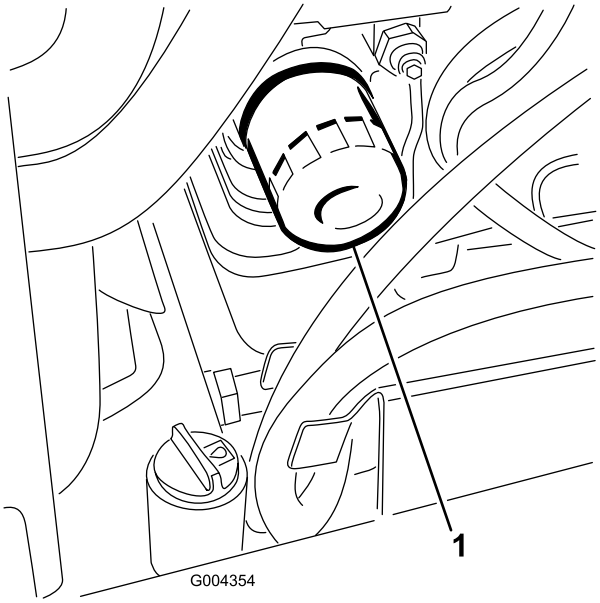

Figur 36
3. Ta bort det gamla filtret (Figur 36) och torka rent ytan på filteradapterpackningen.